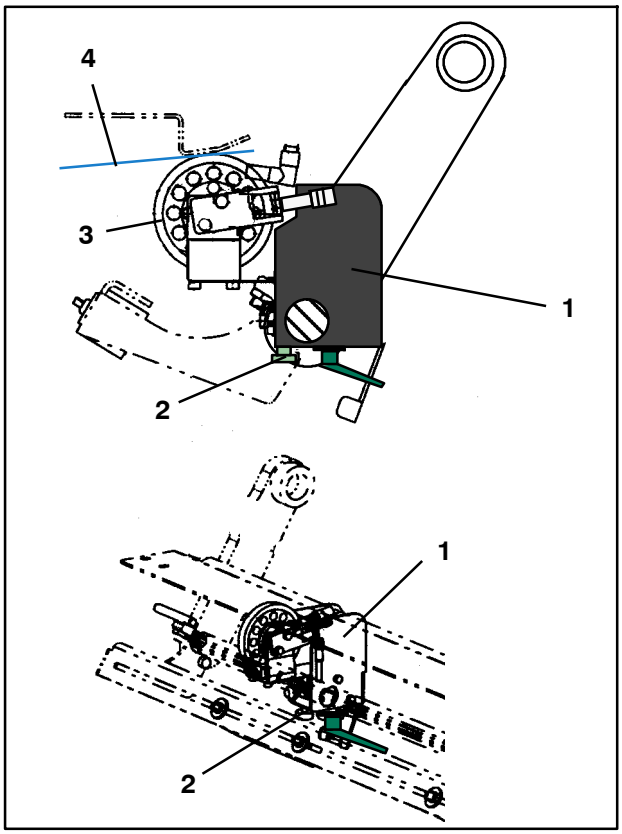

Fig. 134 Roue de mesure avec supports
2. Décaler le support de roue de mesure (Fig. 134/1) latéralement jusqu'à ce que la roue de mesure (Fig. 134/3) se trouve sur la bande.
2. Tourner la vis moletée (Fig. 134/2) jusqu'à ce que la roue de mesure (Fig. 134/3) repose sur la bande (Fig. 134/4) en exerçant une légère pression.